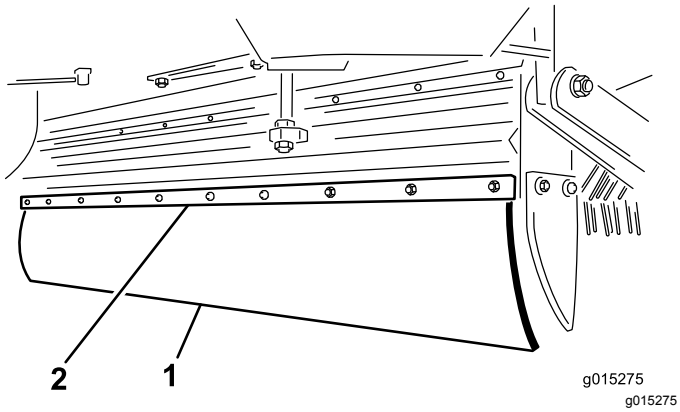

Figura 25
2. Retire os 4 parafusos, anilhas e porcas na pala de montagem e no retentor da pala (Figura 25).